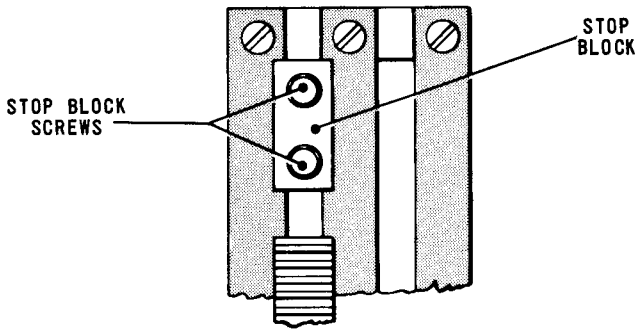

Fig. 4.69 TYPEHEAD LIFT RACK AND STOP BLOCK
85.3 If necessary, refine Adjustment Nos. 59 and 64. If the bottom layer is high with respect to the reference level, slacken the screws securing the stop block, Fig. 4.69, and move the block towards the typehead lift rack until the correct height is obtained. Tighten the stop block screws.